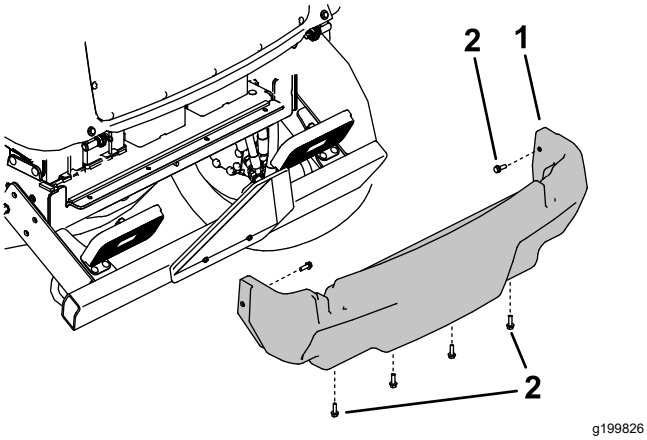

**Figuur 114**
5. Verwijder de 6 flensschroeven waarmee het achterscherm aan het frame is bevestigd, en verwijder het achterscherm (Figuur 114).
4. Monteer het achterscherm (Figuur 114).